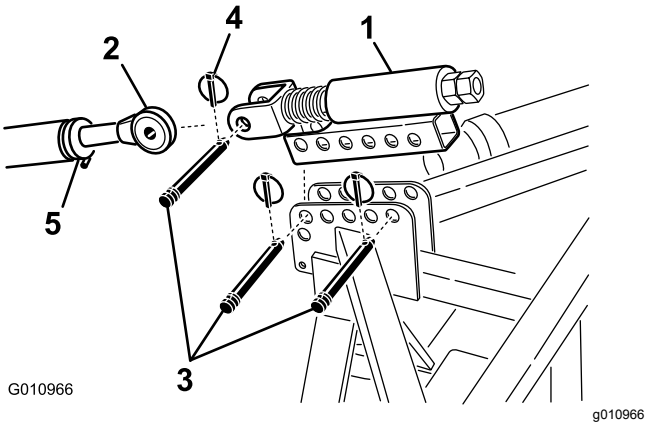

**Figur 9**
1. Monter det fjærbelastede toppleddet og luftemaskinbraketten ved hjelp av to leddtapper og ringstifter (Figur 9)
2. Løsne låsemutteren på trekkenhetens øvre leddarm. Juster lengden på øvre leddarm helt til det samsvarer med splittpinnen på det fjærbelastede toppleddet på luftemaskinen (Figur 9).
3. Koble trekkenhetens øvre leddarm til splittpinnen på det fjærbelastede toppleddet og fest med en leddtapp og ringstift (Figur 9).
6. Roter øvre leddarm helt til fjæren komprimerer omtrent 13 mm (Figur 9).